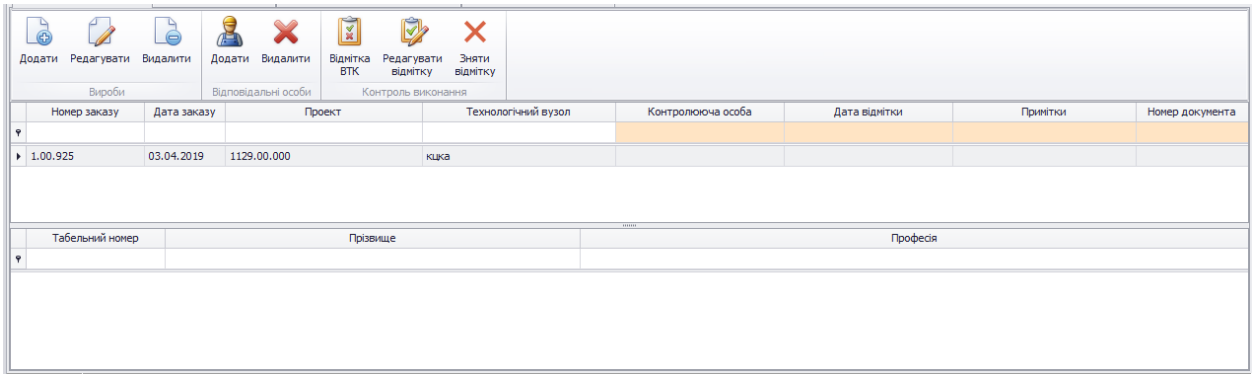

Рисунок 5.1 – Вікно «*Зварювальні роботи*»
Для того як перейти у розділ «*Зварювальні роботи*» див. розділ 5. У вкладці «*Зварювальні роботи*» відображається список замовлень та по кожному замовленню перелік людей атестованих зварників, які виконували зварні роботи (рис. 5.1).
- «*Відповідальні особи*», до другої таблиці додається інформація про зварників, які працюють над проектом, а до першої (рис.5.1) контролююча особа. Видаляти можливо с другої таблиці співробітників.